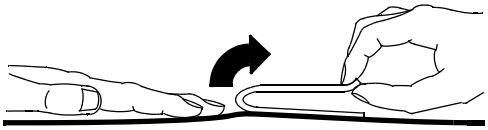

Abbildung 6-3 Abnehmen der Therapieelektroden von der Haut
1. Die Therapieelektrode vom Rand her vorsichtig abziehen, und die Haut wie in Abbildung 6-3 gezeigt festhalten.